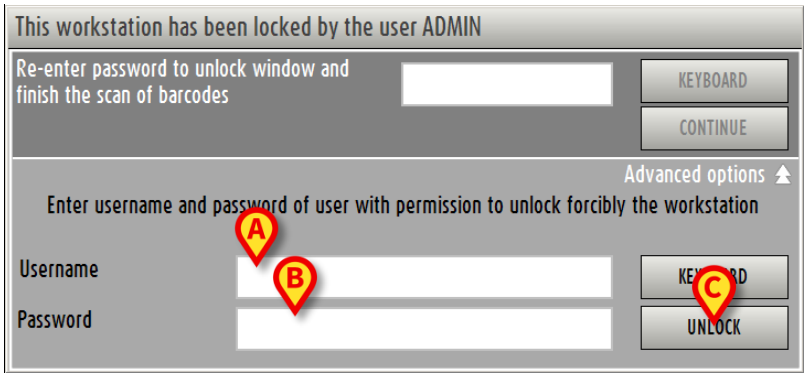

Fig 99 - Advanced options
The window changes in the following way (Fig 99).
- Insert the username of the new user in the "Username" field (Fig 99 **A**).
- Insert the password of the new user in the "Password" field (Fig 99 **B**).
- Click the **Unlock** button (Fig 99 **C**).